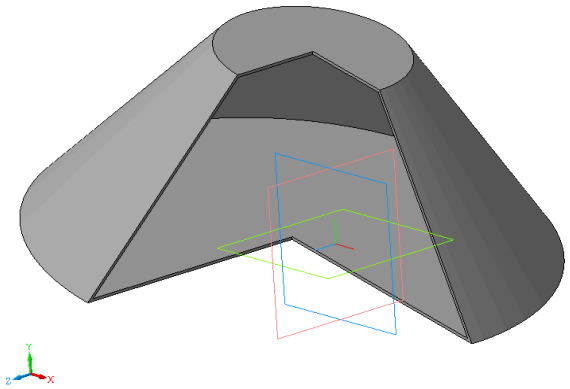

Рис. 3.9.
2.5. Перейдите в режим редактирования операции вращения (см. п. 2.1) и выберите **Способ** построения – **Сфероид**. Создайте операцию. Вы получите часть полого усеченного конуса (рис. 3.9).